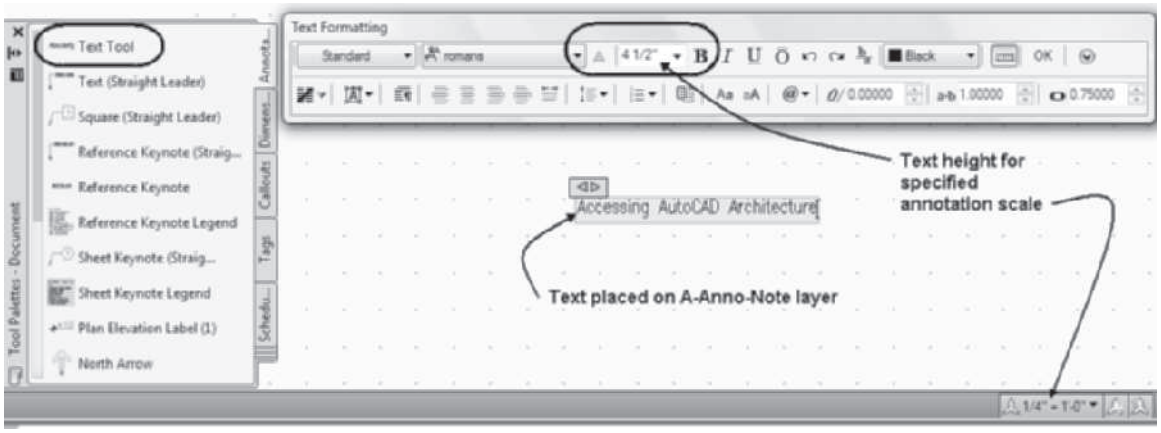

FIGURE 11.3 *Text editor for placing text*
The **Text Tool** tool, accessed as shown in Table 11.2, inserts Mtext scaled similarly to dimensions and leaders. The text style, font, height, and layer are preset by the command. Text is placed on the A-Anno-Note [A000T] layer. The text height is determined from the scale factor specified in **Drawing Setup**, which is multiplied by the annotation plot size of 3/32" [3.5]. Therefore, if you are placing text with the drawing scale set to 1/4" = 1'-0" [1:50], the scale factor (48) [50] is multiplied by 3/32" [3.5] to obtain a text height for the scale. The Model Text Height = 4½" for text placed using the 1/4" = 1'-0" [1:50] Annotation Scale as shown in the Properties palette of Figure 11.3.
The Mtext formatting window shown in Figure 11.3 allows you to create paragraph-style text and modify the style, font, and text height. The Display menu within the text window allows you to change the justification and case. The Symbol option of the Display menu provides access to special characters. After text is placed, you can double-click the text to open the **Text Formatting** toolbar and editor.
Tool palette	Select Text (Straight Leader) from the Annotation palette, as shown in Figure 11.3.